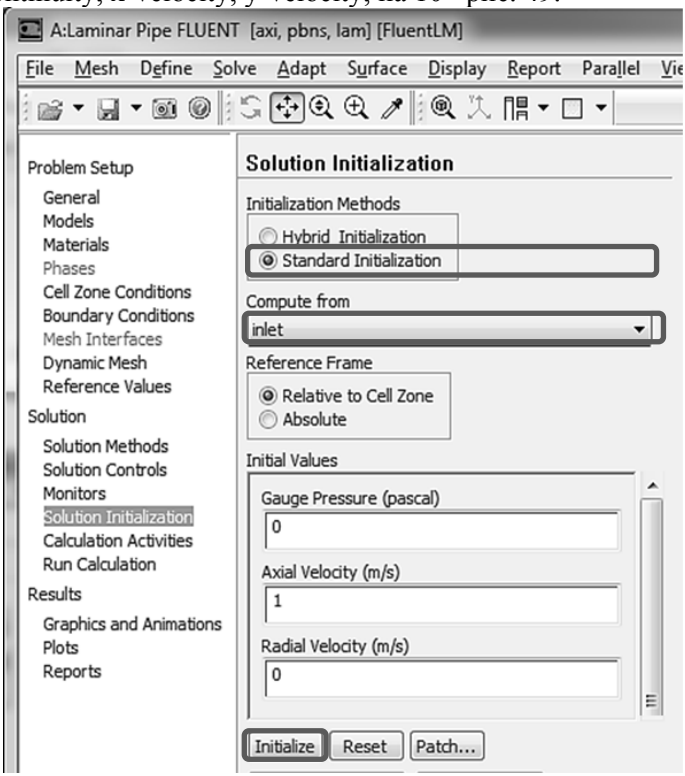

Рис. 47.
4) Кликаем Initialize, рис. 47.